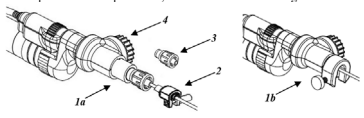

Figura 1
1. Se si sta utilizzando un manipolo del canale in funzione (***Figura 1***), è stato aggiunto un meccanismo di controllo della profondità con raccordo luer (***1a***) o un attacco MINOP unico (***1b***) per l'interfaccia con gli endoscopi.